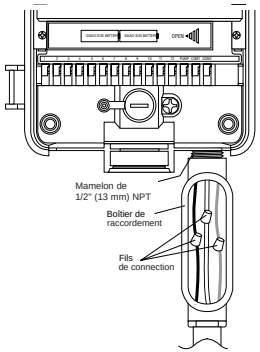

FIGURE 24 : Câblage à l'aide d'une boîte de raccordement
- Raccordez les fils d'alimentation sur les fils provenant du programmateur. Vérifiez que le fil de terre (généralement le fil à gaine verte ou le conducteur en cuivre nu) soit raccordé au fil à gaine verte du programmateur. Le fil vert doit obligatoirement être raccordé ! Raccordez les autres fils en respectant les normes **[voir la figure 24].**